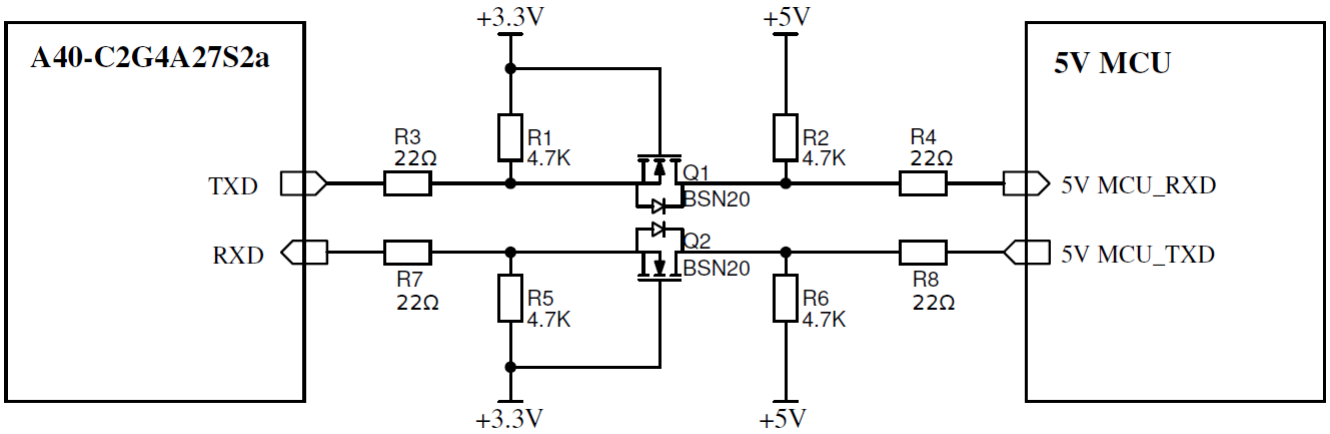

图 5-2 模块的 TXD 和 RXD 引脚与 5V MCU 系统连接电路
3、 引脚和 5V 系统连接需要电平转换，比如 TXD 和 RXD 的引脚连接电路，如图 5-2